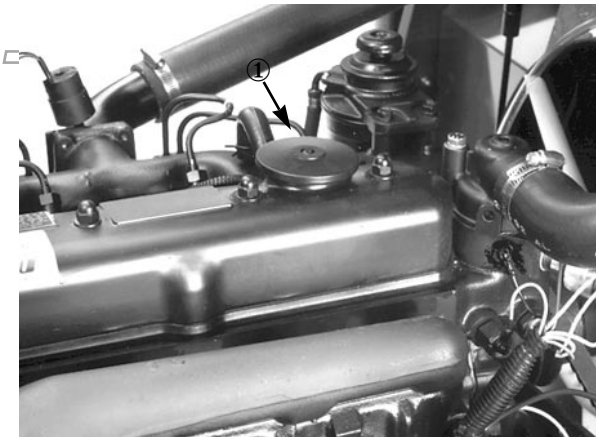

**Bild 3**
**4.** Wenn der Ölstand tiefer als VOLL ist, den Ölfülldeckel (Bild 3) entfernen und SAE 10W-30 nachfüllen, bis der Füllstand die VOLL-Markierung erreicht. NICHT ÜBERFÜLLEN. Das Kurbelgehäuse hat ein Fassungsvermögen von 6,5 l, incl. Filter.